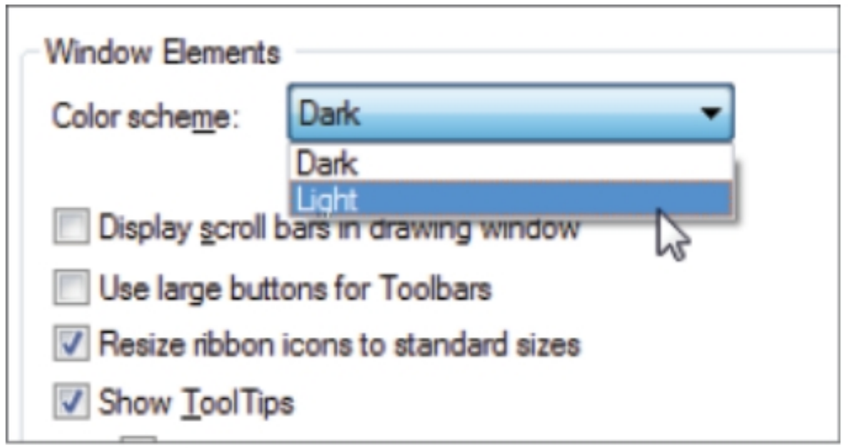

Figure-19. Light option in Color scheme drop-down
- Select the **Light** option from the drop-down; refer to Figure-19.